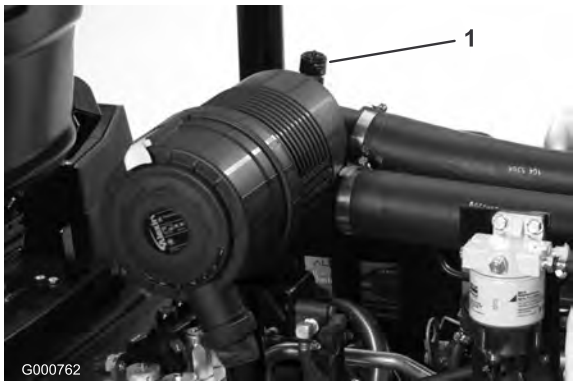

Figura 50
Faça a manutenção ao filtro de ar apenas quando o indicador de manutenção (Figura 50) o exigir. Mudar o filtro de ar antes de ser necessário apenas aumenta a possibilidade de entrar sujidade no motor quando se retira o filtro.
6. Reinicie o indicador (Figura 50) se este se apresentar vermelho.